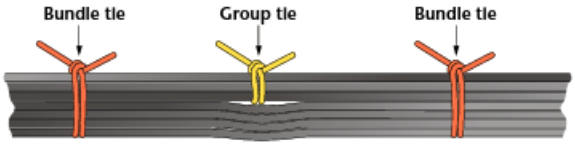

Figure 4-3-12. Groups of wires for specific circuits are frequently bundled, then included in main bundle.
- **Wire group.** A wire group is two or more wires going to the same location and physically tied together to retain their group identity (Figure 4-3-12).